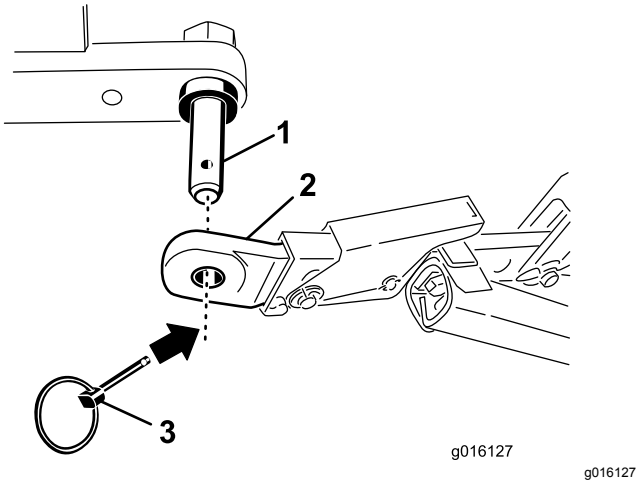

**Figur 3**
4. Fäst de nedre länkarmarna på luftarens monteringspinnar med hjulsprintarna (Figur 3).